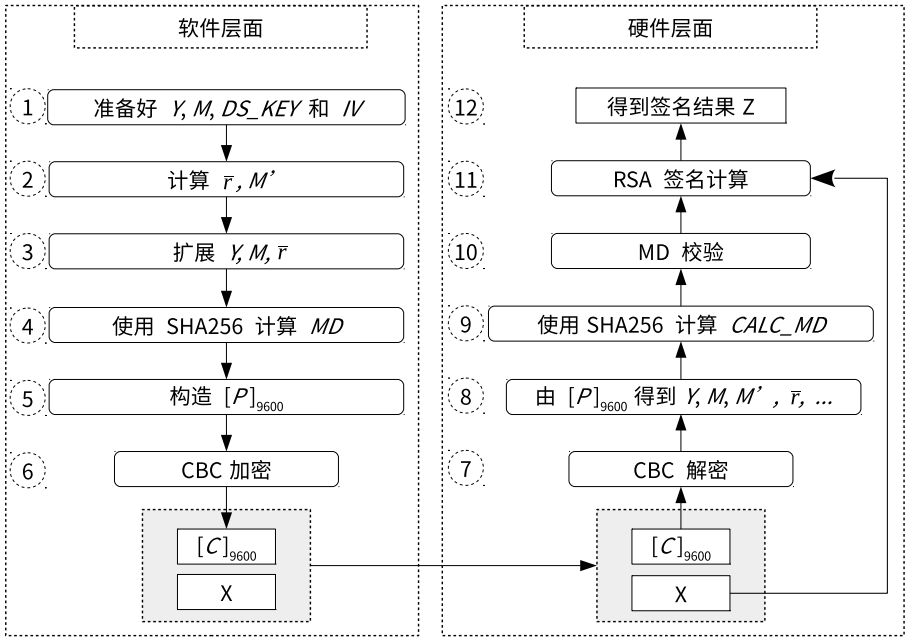

图 22.3-1. 软件准备工作与硬件工作流程
如果用户想使用 DS 模块进行数字签名，软件和硬件必须紧密配合才可以顺利完成，并且软件需要做一系列准备工作，如图 22.3-1 所示。图中左半边给出了在硬件开始 RSA 签名计算之前，软件需要做哪些准备工作。图中右半边展示了硬件在整个签名计算的过程中具体会做些什么。
> 1. 对于多次签名计算，软件准备工作（图 22.3-1 左侧）只需要进行一次，但对于每一次签名计算，硬件运算（图 22.3-1 右侧）都需要重新进行。
用户需要依照图 22.3-1 指定的步骤来计算 C。详细的过程描述如下：
1. **解析阶段，即图 22.3-1 中的步骤 7 和步骤 8**
解析过程是图 22.3-1 中步骤 6 的逆过程。DS 模块将调用 AES 硬件加速器以 CBC 块模式对输入的密文信息 C 进行解密，获取明文信息。该过程可以表示为 P = AES-CBC-DEC (C, DS_KEY, IV)，其中 IV 就是 $[IV]_{128}$，由用户直接指定；$[DS_KEY]_{256}$ 由硬件 HMAC 提供，由存储在 eFuse 中的 $HMAC_KEY$ 得到，软件无法获取。请参考章节 19 *HMAC 加速器 (HMAC)* 获取更多信息。
2. **校验阶段，即图 22.3-1 中的步骤 9 和步骤 10**
DS 模块会执行两种校验操作：MD 校验和填充 (padding) 校验。由于填充校验和 MD 校验同步进行，因此填充校验不在图 22.3-1 中体现。
3. **计算阶段，即图 22.3-1 中的步骤 11 和步骤 12**